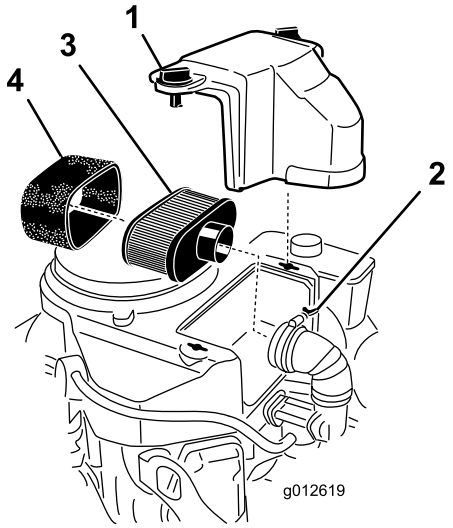

**Figuur 41**
3. Maak de omgeving van het luchtfilter schoon om te voorkomen dat vuil in de motor komt en schade veroorzaakt (Figuur 41).
4. Draai de dekselknoppen los en verwijder het luchtfilterdeksel (Figuur 41).
5. Draai de slangklem los en verwijder het luchtfilter (Figuur 41).
6. Trek het schuimelement voorzichtig van het papierelement af (Figuur 41).
**Opmerking:** Als het papierelement zeer vuil is, vervang het dan door een nieuwe papierelement (Figuur 41).
1. Schuif het schuimelement voorzichtig op het papierelement (Figuur 41).
2. Monteer het luchtfilter op de luchtfilterbasis of de slang en zet het vast (Figuur 41).
3. Monteer het luchtfilterdeksel en zet dit vast met de dekselknop (Figuur 41).